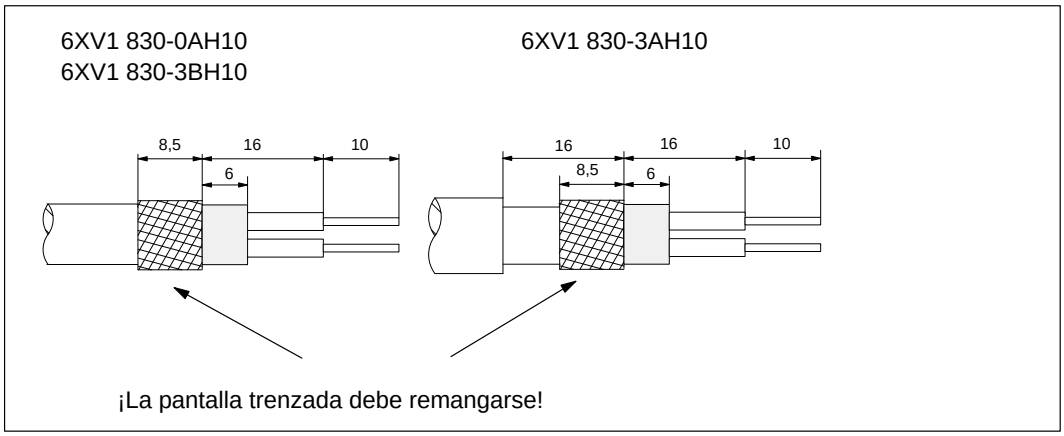

Figura 5-12 Longitudes de pelado del cable para conexión al repetidor RS 485
2. Pele el cable de bus PROFIBUS como muestra la figura 5-12.